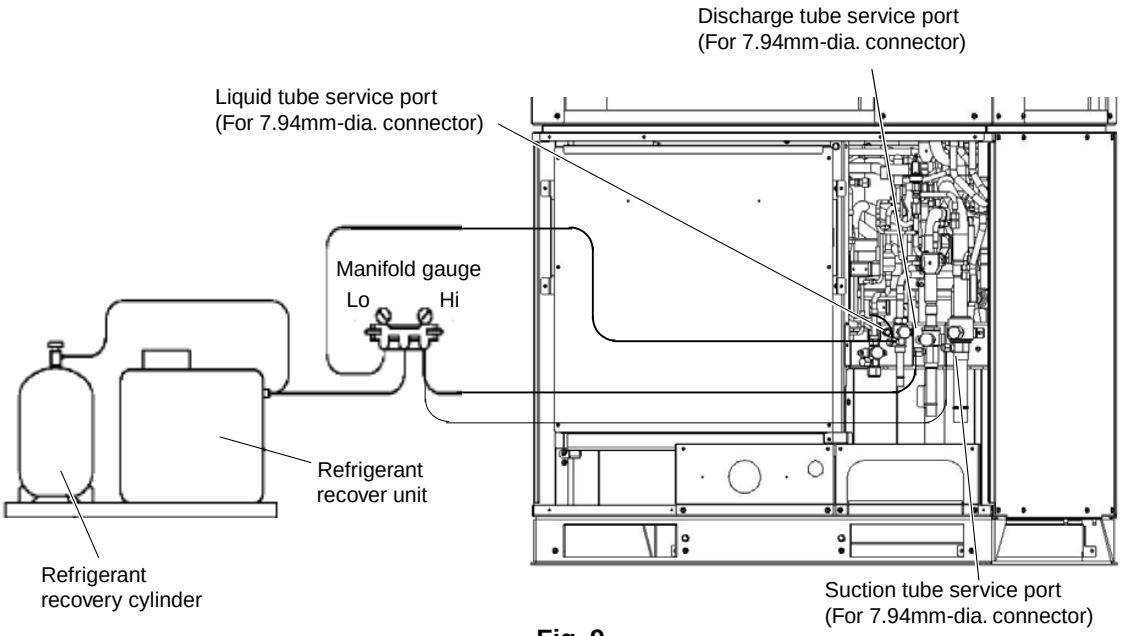

Fig. 9
⑤ Turn off power to all equipment in the system. Then pull out the RC1 connector (4P) (BLU) (CN106) on the outdoor control PCB in the outdoor unit for which pump down has been completed.
⑥ Change the setting of controllable outdoor unit numbers (reduce by 1 unit).
⑦ Turn on power for all equipment in the system and let the remaining outdoor units run in Cooling mode.
⑧ Repeat steps (1) through (7) and complete pump down for all outdoor units.
⑨ Using hoses with Schrader-type push-to-release valves, connect the manifold gauge valves to the suction line service port, the discharge line service port and the liquid line service port in the next outdoor unit to undergo pump down. (Fig. 9)
(1) Turn off power to the entire outdoor system.
(2) Short-circuit the AP (Air Purge) pins (CN102) on the outdoor control PCB of all outdoor units, then supply power to the outdoor units.
(3) If any unit has encountered a power failure, follow the instructions in “5-1. Refrigerant Recovery Procedures (from Outdoor Units)” and perform refrigerant recovery for the faulty outdoor unit.
(4) Connect the manifold gauge to the high- and low-pressure outlet ports (Schrader-type valves) on any outdoor unit. (Fig. 9)